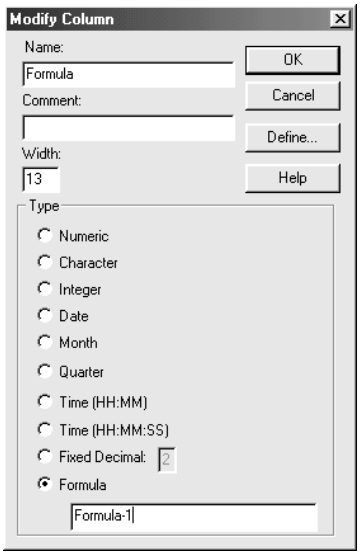

Figure 4-6. Modify Column Dialog Box with a Formula for Subtracting 1
6. In the Formula text box, type the name of the column, followed by a mathematical symbol indicating addition, subtraction, multiplication, or division (+,-,*,/) and a number that will be used with the mathematical symbol. For example, if you want to subtract 1 from each value in the column, you would enter the name of the column, followed by -1 (see Figure 4-6). Each time you access the Modify Column dialog box and click OK, the numbers are recalculated using the formula. This is repeated until you change the formula.